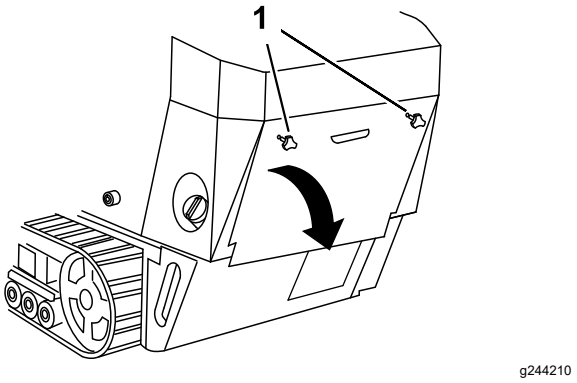

Figura 26
1. Desenrosque los 2 pomos que fijan el panel de acceso trasero a la máquina (Figura 26).
2. Baje el panel de acceso trasero y retírelo para tener acceso a los componentes internos (Figura 26).